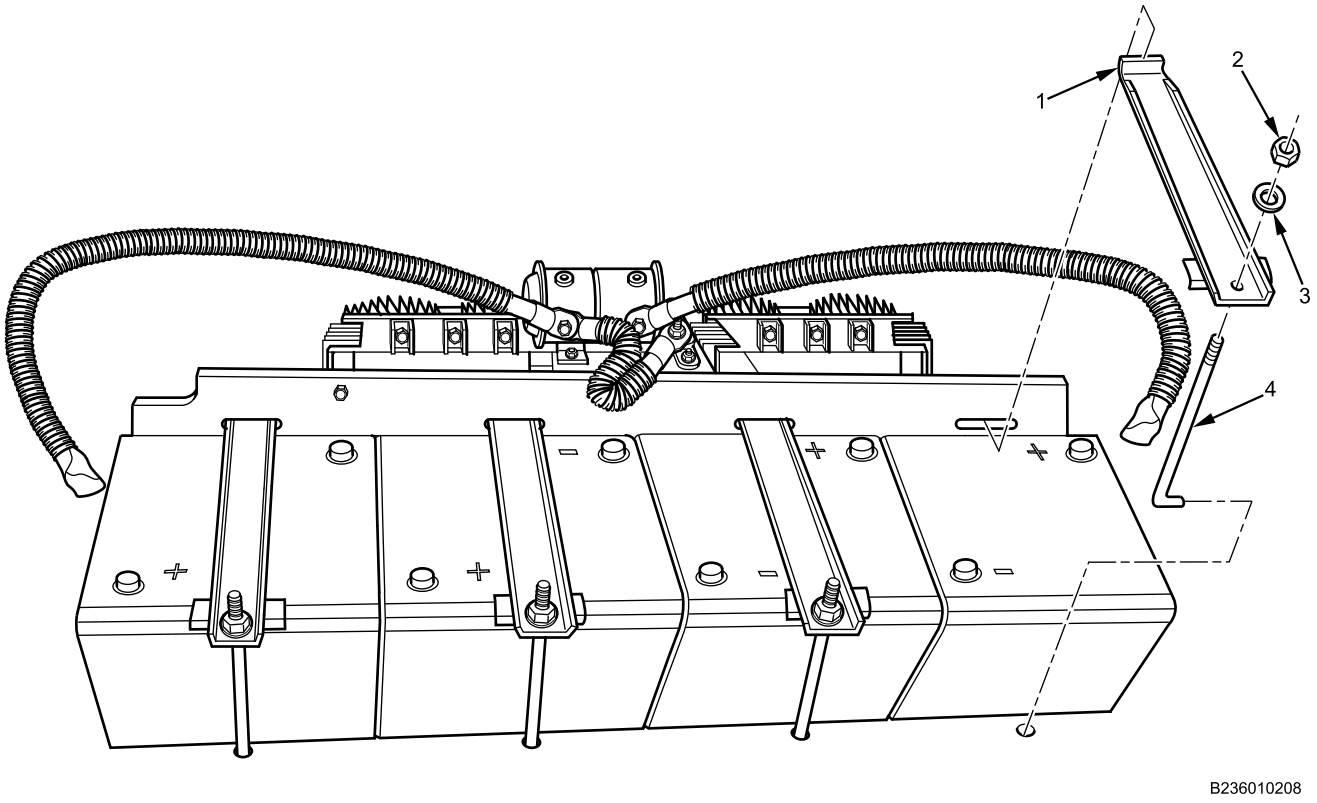

Figure 3. Battery Installation.
2. Install battery holddown bracket (Figure 3, Item 1) on top of battery.
3. Position battery holddown stud (Figure 3, Item 4) through holddown bracket (Figure 3, Item 1), and install new locknut and washer (Figure 3, Item 2 and 3), tighten securely.